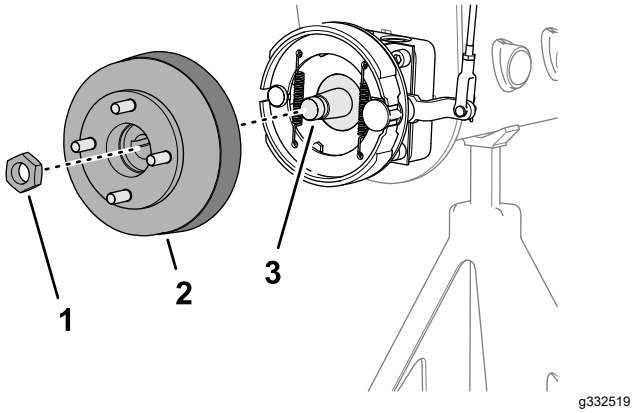
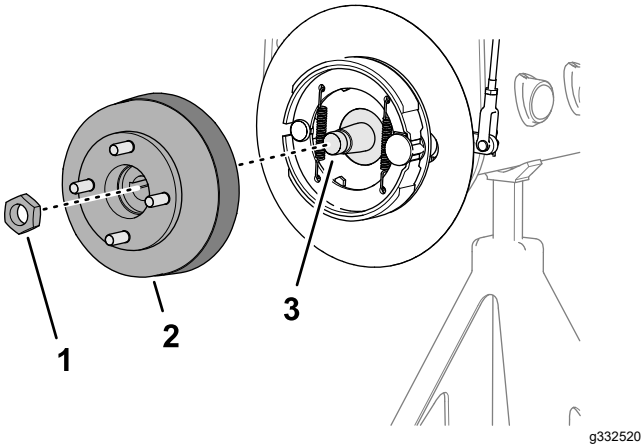

**Figur 86**
**Figur 87**
3. Montera hjulnavet och bromstrumman på hjulmotoraxeln (Figur 86 eller Figur 87).
4. Fäst hjulnavet på axeln med låsmuttern (Figur 86 eller Figur 87) och dra åt för hand.